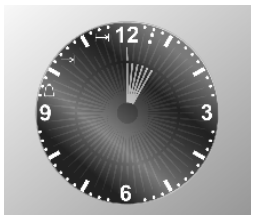

Fig. 4
- agir sur les touches − / - pour configurer la **durée de cuisson**, à chaque pression de la touche − on ajoute **une minute** de cuisson et toutes les **douze minutes un segment interne** s'allume (**Fig. 4**). Au bout de **7 secondes** le programme de cuisson démarre et l'on voit s'allumer le symbole ⊢→|.
- agir sur les touches − / - pour configurer la **durée de cuisson**, à chaque pression de la touche − on ajoute **une minute** de cuisson et toutes les **douze minutes un segment interne** s'allume (**Fig. 4**);